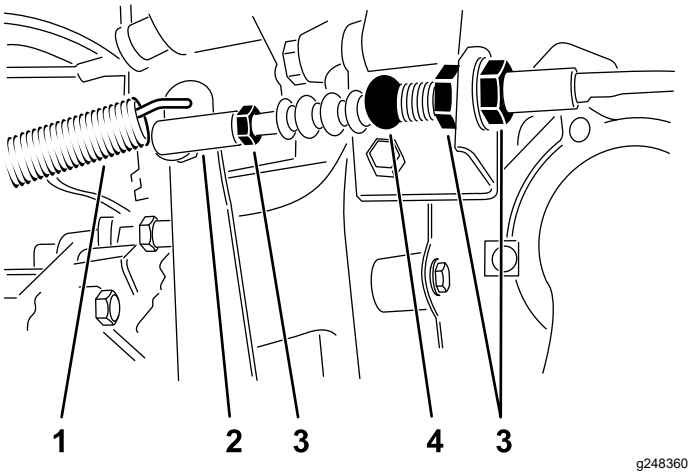

Figur 63
1. Lossa kontramuttrarna som håller kopplingsvajern vid fästet på balanshjulkåpan (Figur 63).